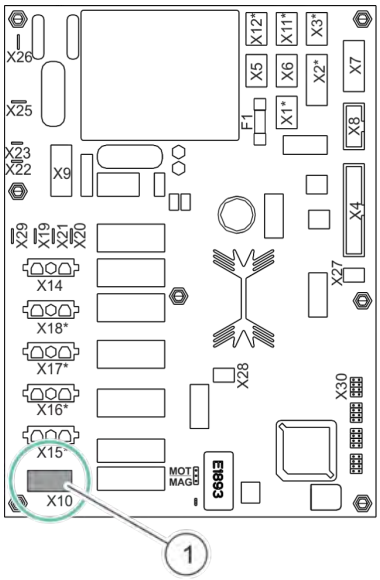

Fig. 55: Plug X10
4. Pull the plug of the lid lock X10 (*Fig. 55*/1) out of the supply board (A1) ().
4. Plug the plug of the lid lock X10 into the supply board (A1) (*Fig. 55*/1).